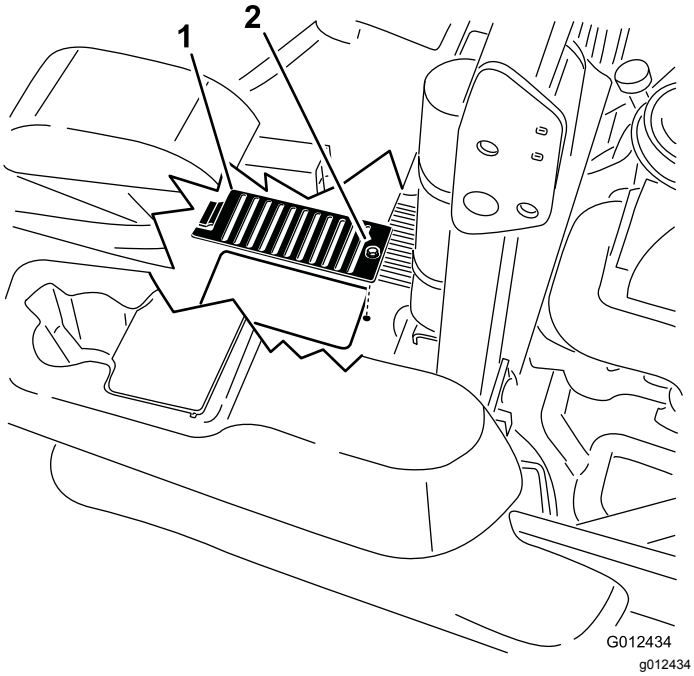

**Figur 81**
6. Ta bort skyddet och dess skruv ovanför varje oljesticka. Rengör runt varje oljesticka och hydraulenhet (Figur 81).